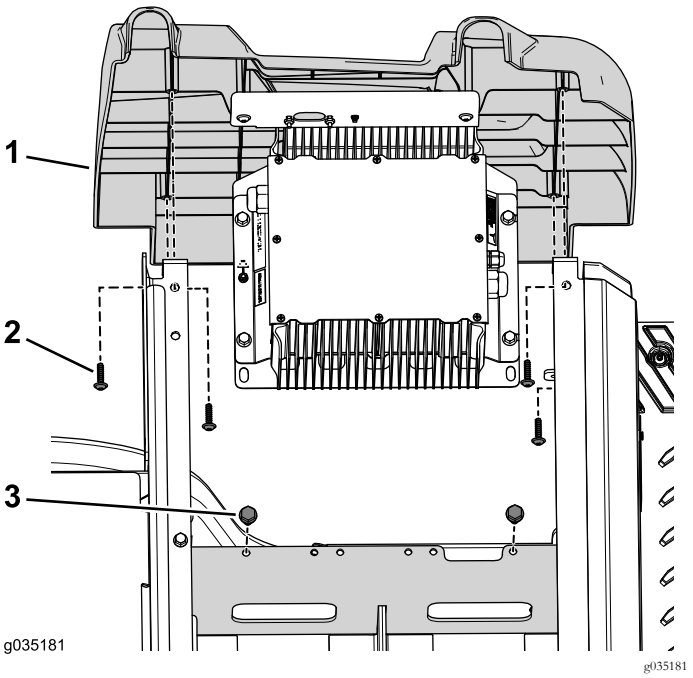

Figur 87
9. Sätt fast laddarens fäste på batteribrickan med de två skruvarna (3/8 x 3/4 tum) (Figur 87).